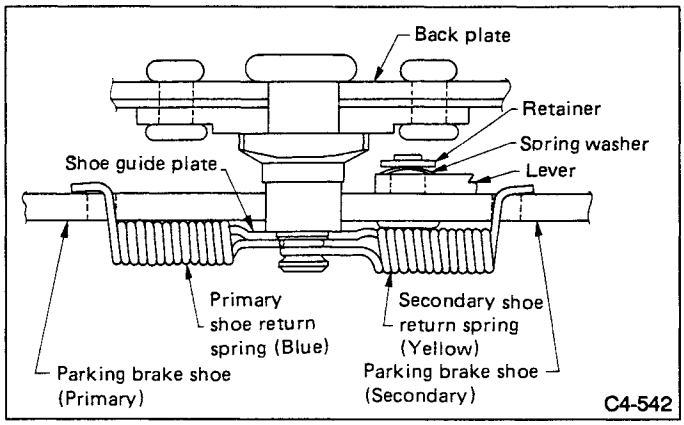

Fig. 85
f. Ensure that shoe return spring is installed as shown in Fig. 85.